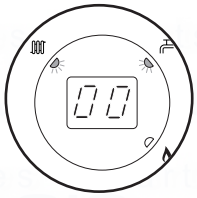

Fig. 108
7. The display will show '00', indicating maximum rate, then revert to 'P ' alternating with the current boiler temperature (Figs 108, 109 & 110).